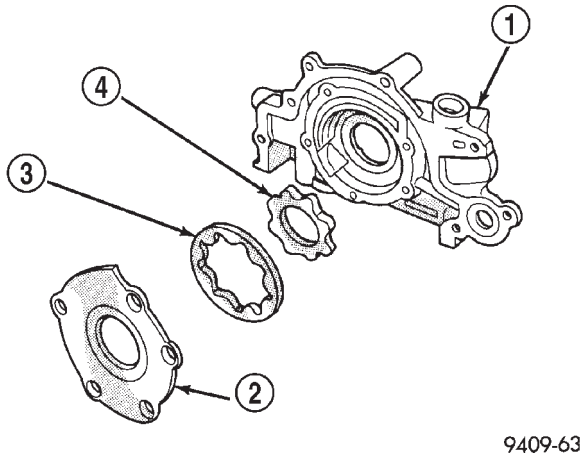

Abb. 117 Ölpumpe
(6) Alle Teile in geeignetem Lösungsmittel reinigen und gründlich auf Beschädigung und Verschleiß prüfen (Abb. 117).